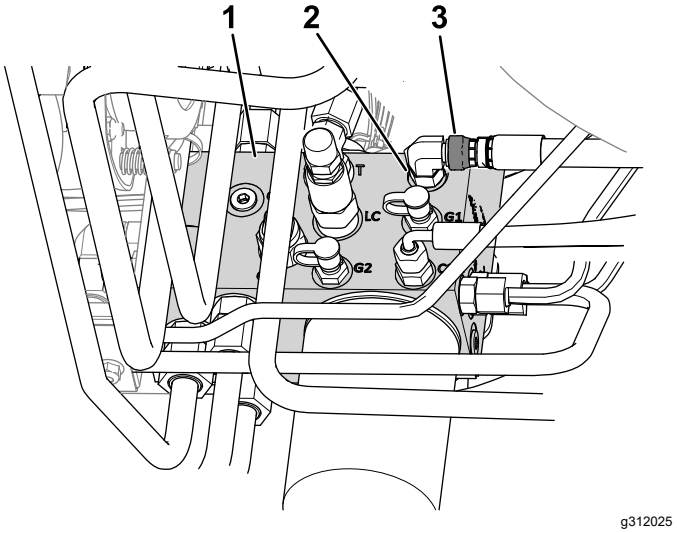

Figuur 9
B. Maak de wartelmoer van de slang los die is aangesloten op poort C1 van het hydraulische verdeelstuk (Figuur 9).
E. Draai de wartelmoer van de slang op de poortC1 (Figuur 9) vast met een torsie van 41 N·m.